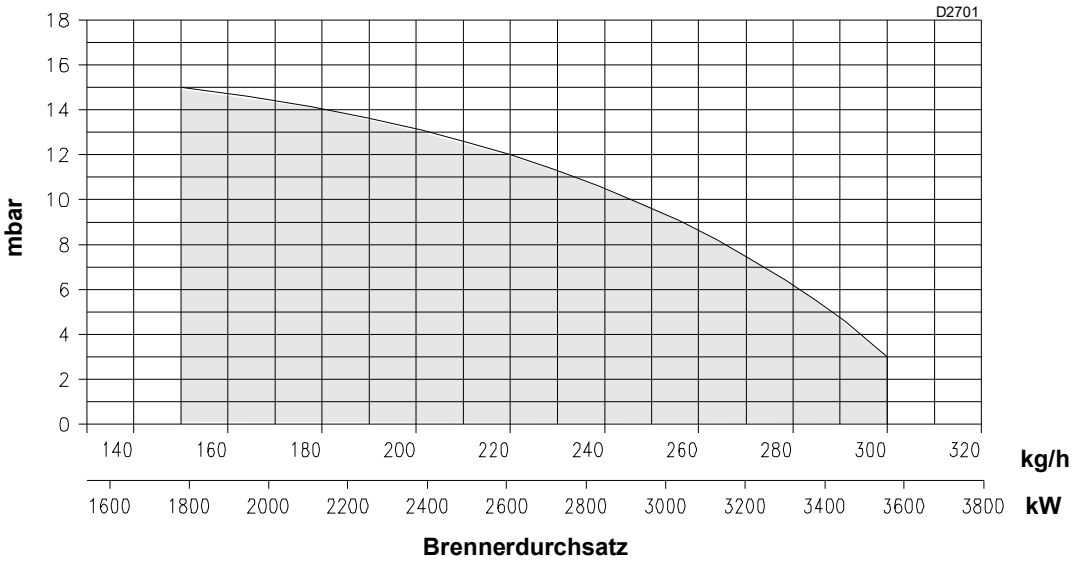
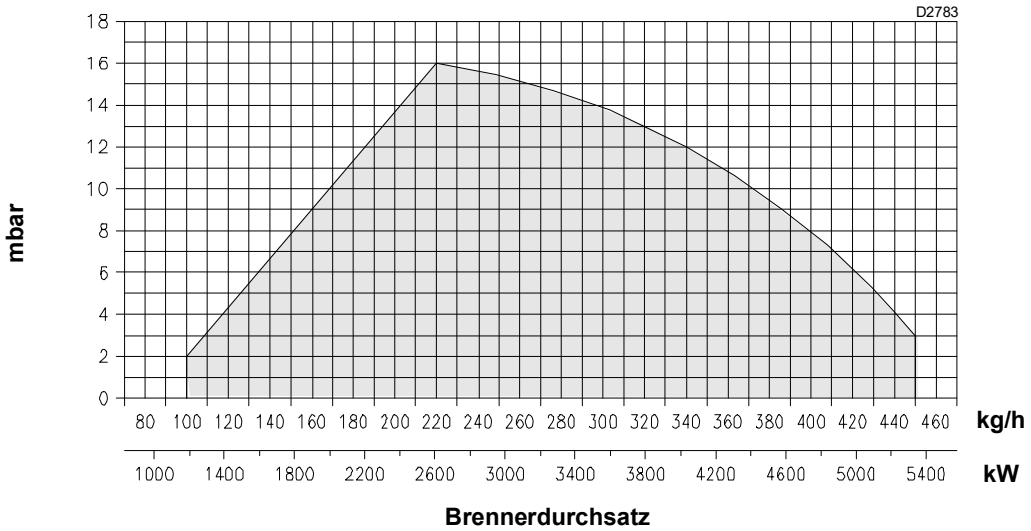

Abb. 2
Abb. 3
- ➤ eine **MAXIMALE LEISTUNG**: muss im Betriebsbereich (Abb. 2 und Abb. 3) liegen.